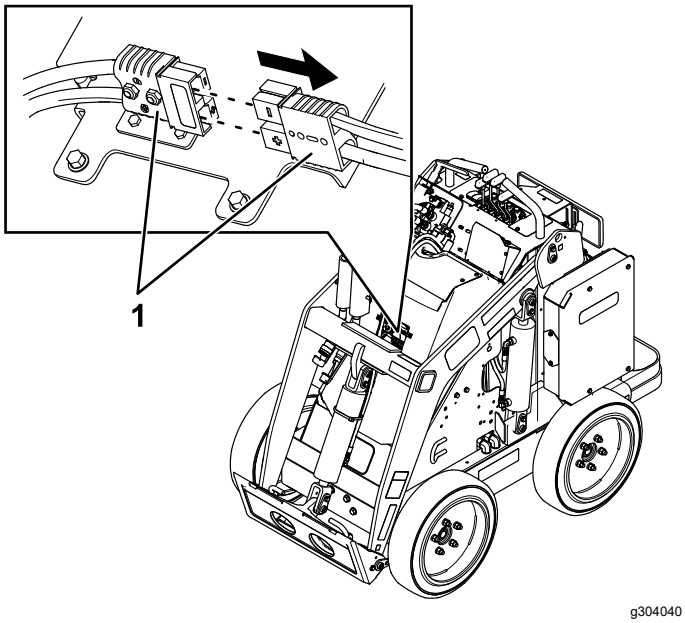

Figur 29
Før du servicerer maskinen, skal du frakoble maskinen fra strømforsyningen ved at skille strømstikkene ad (Figur 29).
5. Skil de 2 strømstik ad (Figur 29).